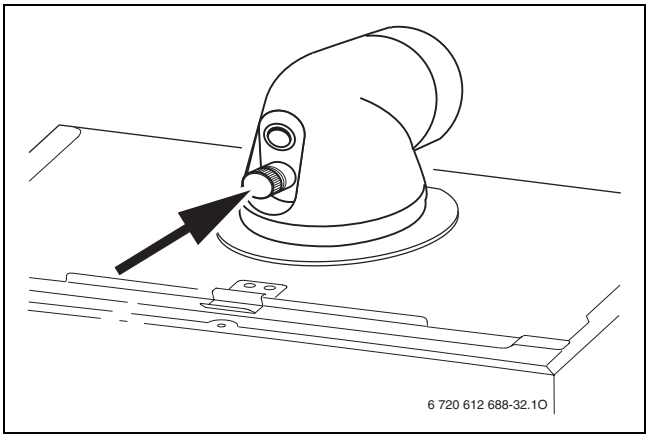

*Fig. 37*
- Rimuovere il tappo dalle prese di analisi combustione (→ fig. 37).